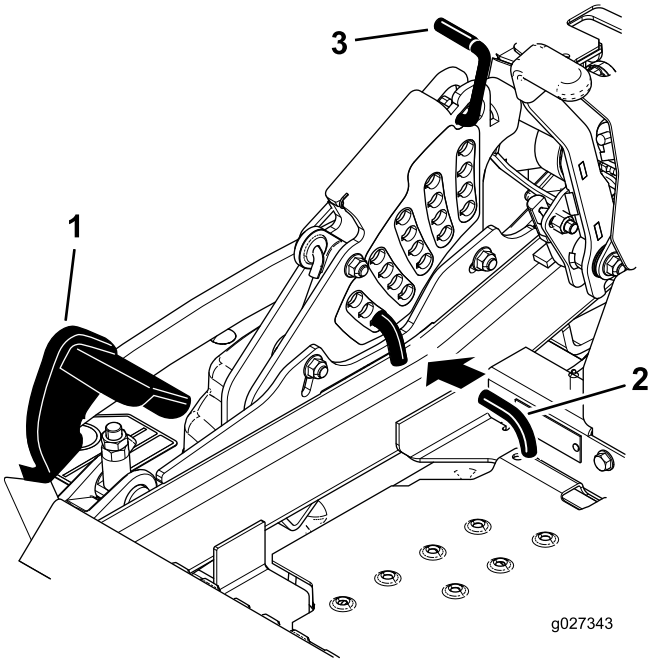

Figure 87
5. Enfoncez la pédale de relevage du tablier de coupe au maximum pour verrouiller le tablier à la position de transport de 14 cm (5,5 po) (Figure 87).